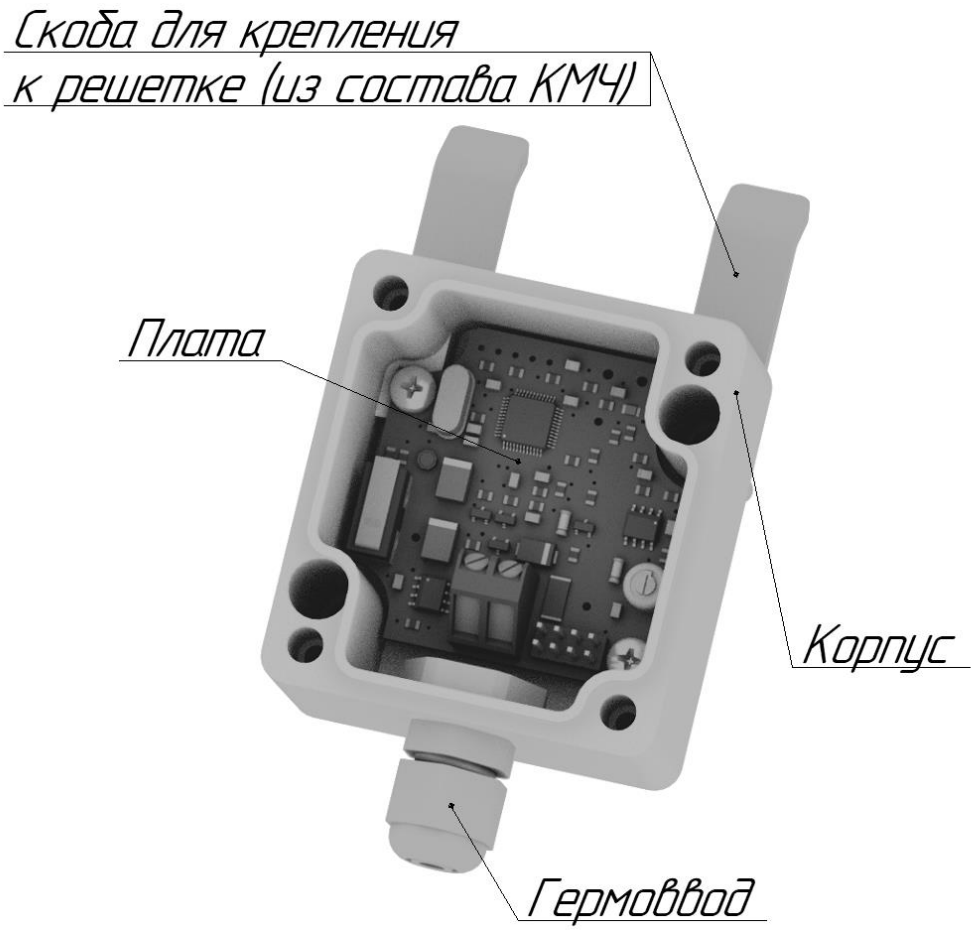

Рисунок 1.3 – Конструкция датчика (крышка не показана)
1.4.3.1 Датчик конструктивно выполнен в виде одного блока (см. рисунок 1.3) и состоит из алюминиевого или пластикового корпуса, в который установлена печатная плата с элементами, корпус герметично закрывается алюминиевой или пластиковой крышкой.